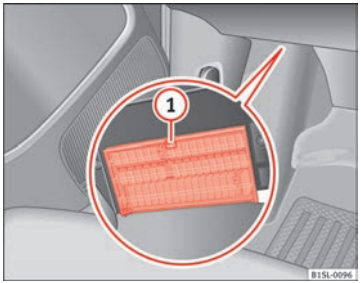

Fig. 150 Below the driver side dash panel: fuse box cover
- *Opening*: press the unlock button ⇒ Fig. 150 (1) until it is possible to open the cover.
- *Closing*: fold the cover up in the opposite direction to the arrow until it clicks into the locking lever (1).